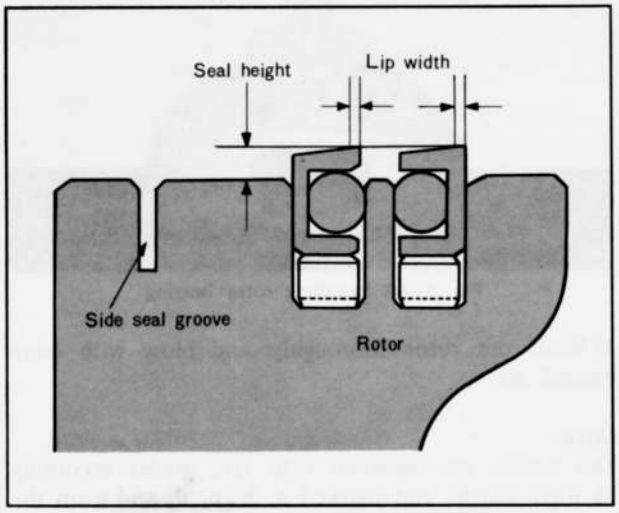

Fig. 1–45 Checking oil seal
2. Check the oil seal protrusion as shown in Fig. 1–45 and confirm the free movement by pressing with finger. The protrusion should be more than **0.5 mm (0.02 in)**